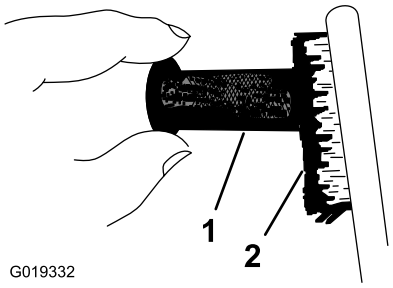

Figura 51
6. Utilice un cepillo para eliminar con cuidado los depósitos de hollín de la rejilla del parachispas (Figura 51).